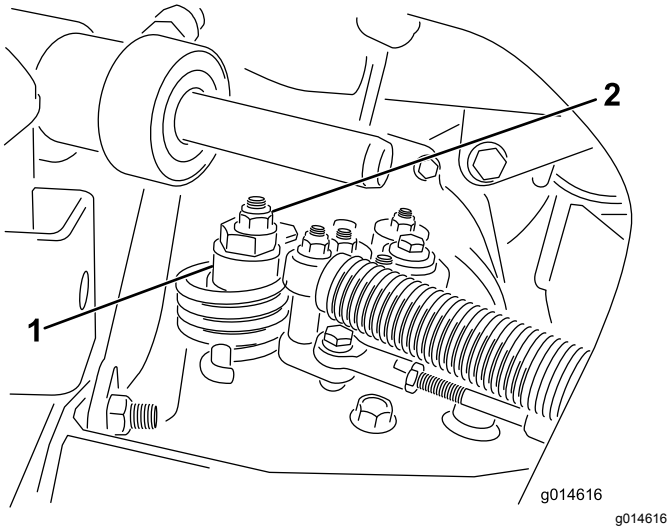

Figur 37
A. Lossa muttern som fäster excenterbulten på hydrostatens ovandel (Figur 37).
C. Vrid excenterbulten tills maskinen inte kryper i någon riktning. När hjulet slutar rotera drar du åt muttern som låser excenterbulten och justeringen (Figur 37). Kontrollera justeringen med gasreglaget i det LÅNGSAMMA och det SNABBA läget.